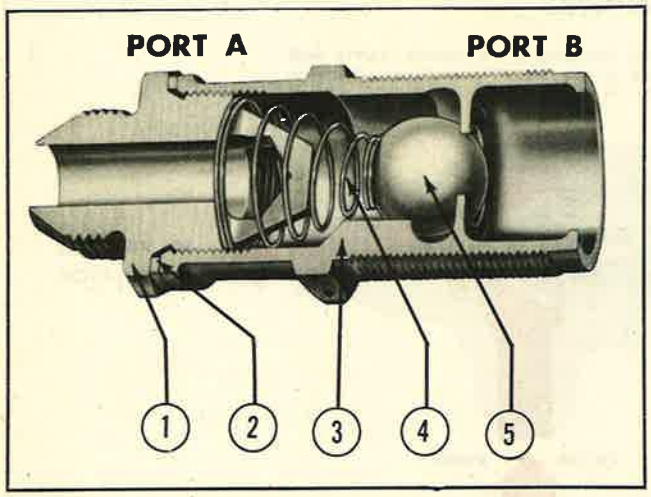

Figure 384—Typical Disconnect Valve
removed from the airplane. The disconnect valve (figure 384) consists of a spring-loaded steel ball that seats on the valve housing and a union fitting and gasket. When the hose assembly, which connects the engine-driven pump and disconnect valve, is connected and tightened on the disconnect valve, the ball in the valve is unseated by a pin in the hose assembly end. Therefore, the hydraulic fluid can flow through the disconnect valve. When the hose assembly is disconnected from the valve, the valve ball is seated by the spring and the fluid flow is checked. When the hose assemblies are disconnected and the engine section removed, it is not necessary to drain the hydraulic supply and pressure lines at the fire wall.
2. DISASSEMBLY.—To disassemble the disconnect valve (figure 384) unscrew the union fitting and remove the gasket, spring, and steel ball.
(d) TESTS BEFORE INSTALLATION.—Refer to figure 384 for fluid leak tests of the disconnect valve.
1. ASSEMBLY.—To assemble the disconnect valve refer to figure 384. Be sure all parts are clean before assembly. Use ample approved thread lubricant on all male threads.
3. The ball and seat may be reconditioned by lapping to a new seat as instructed in paragraph 13.*b.* (12)*(f)* following.
4. Assemble and test the disconnect valve for fluid leaks as instructed in figure 384.